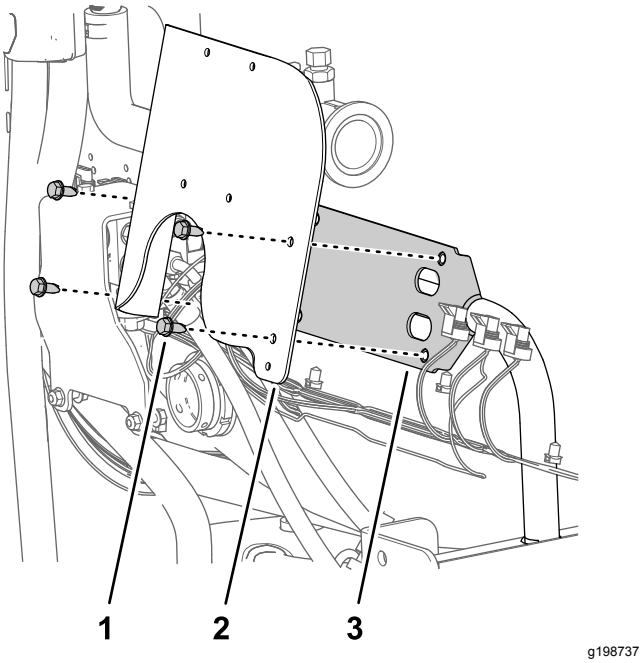

Figur 74
1. Ret hullerne i gennemstrømningsmålerens beslag ind efter hullerne i ventilbeslaget (Figur 74).